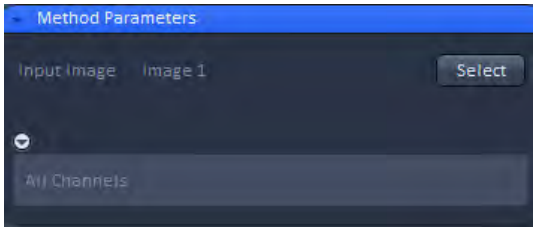

Fig. 507 **Methods Parameter of the Copy Duplicat Processing tool**
- Duplicate the time series. Select the time series in the processing tool **Copy** under the submenu **Duplication** (Fig. 507). Press **Apply** to obtain a copy from your time series.